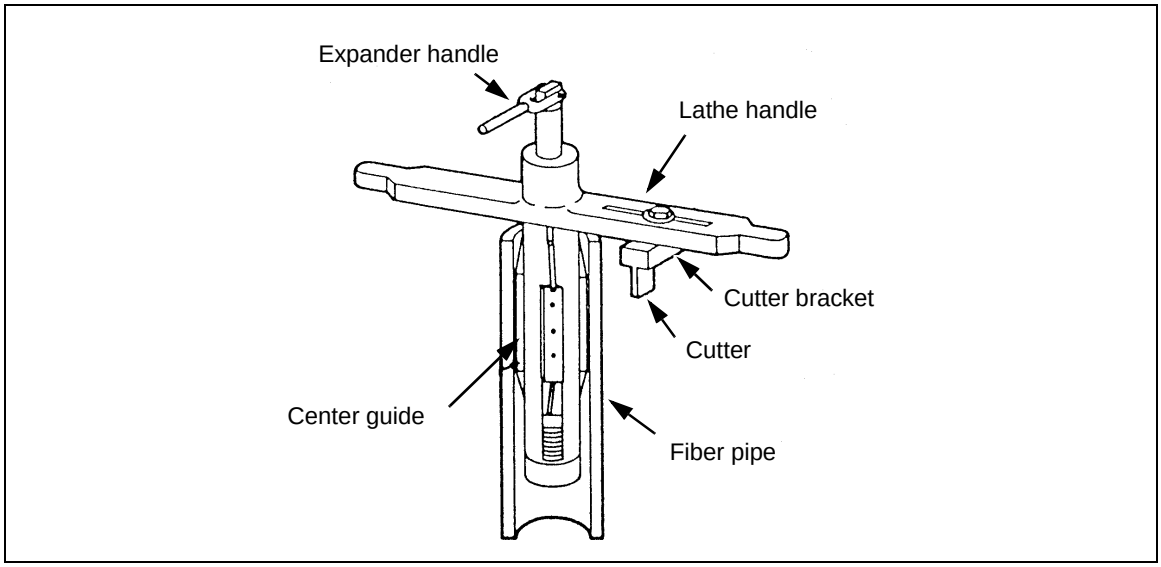

Figure 6-49. Fiber-Pipe Tapering Tool
Step 2. Insert the center guide of the tapering tool *(Figure 6-49, page 6-42)* into the pipe until the cutter bracket rests on the end of the pipe.